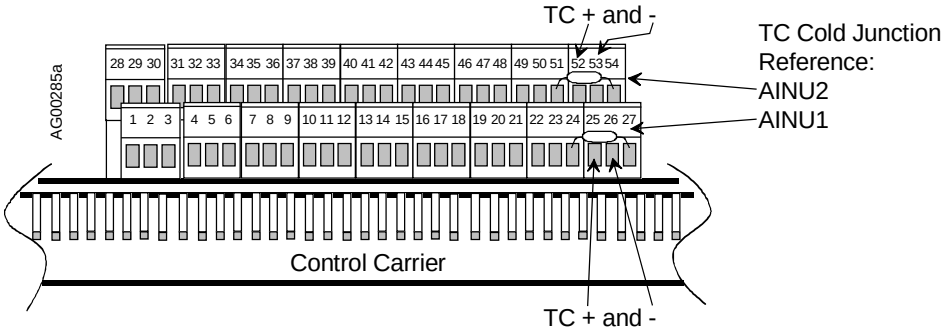

FIGURE 9-13 TC Reference Junction Locations, AINU1
4. Carefully locate the reference junction body as shown in Figure 9-13. Press the body of the junction against the terminal body but not block the two intervening terminals.